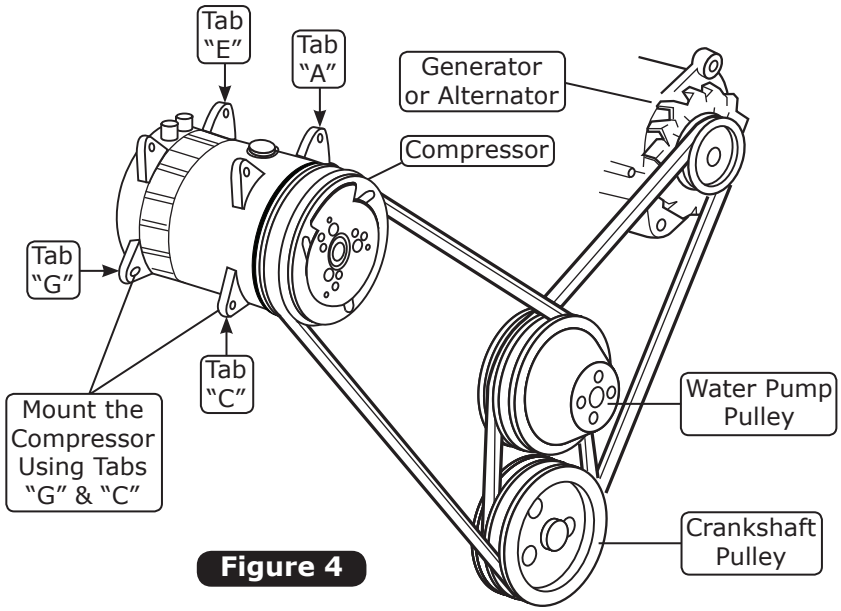

Figure 4
1. Refer to separate instructions included with the bracket kit to install the compressor bracket. Refer to Figure 4, below, for compressor mounting position.
1. In most instances, the belt lengths will remain the same (See Figure 4, below).